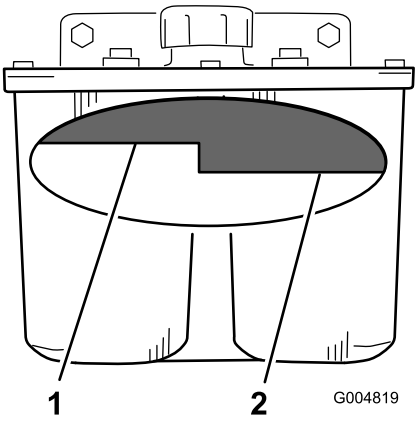

Figur 61
2. Rengør området omkring hydrauliktankens påfyldningsstuds (Figur 61).
3. Fjern hætten fra påfyldningsstudsen. Kig i tanken for at se, om der er væske i beholderen (Figur 61).
Bemærk: Væskestanden skal nå op til toppen af varm-niveauet på pladen, når væsken er meget varm (Figur 61).